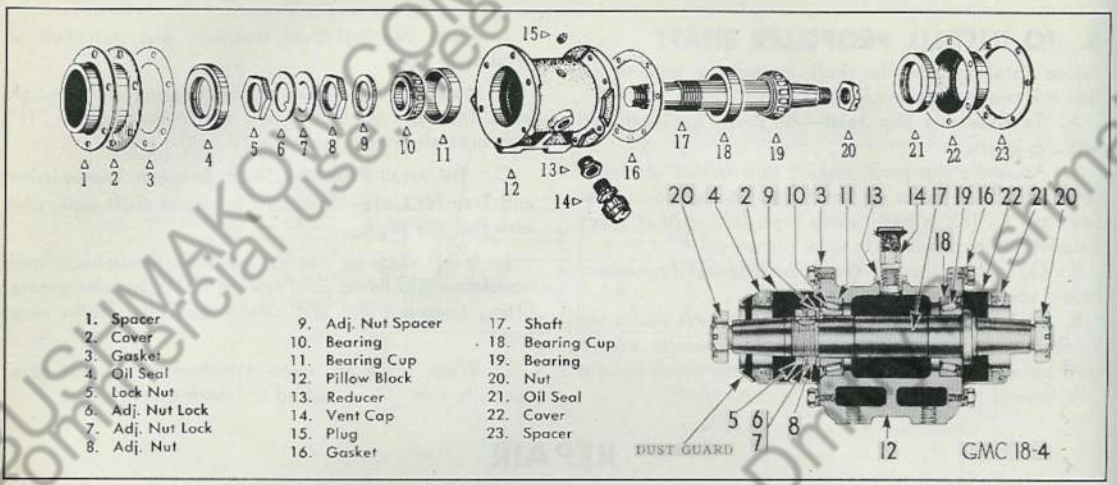

Fig. 2 Assembled and Disassembled View of Pillow Block
Pillow block assembly, shown in Fig. 2, supports adjoining ends of rearward rear axle propeller shaft. Pillow block has separate shaft mounted on tapered roller bearings and entire assembly is held in an oil tight housing. Oil seals are provided at each end.
A. To Disassemble Pillow Block (Refer to Fig. 2)—
4. Place pillow block in vise and remove cotter pin and nut (20) from each end of bearing shaft (17).
6. Remove six cap screws from each end of block (12) and remove spacers (1-23) cover and oil seal (2-22). Oil seals (21-4) are pressed into covers (2-22) and staked
7. Bend tang of lock (6) away from lock nut (5) and remove nut.
8. Remove nut lockwashers (6-7), adjusting nut (8) and nut spacer (9).
9. Pillow block shaft (17) may be removed (12) by tapping front end of shaft (17) with a soft faced hammer.
10. Bearing cups (11-18) are a press fit in block (12). Cups should not be removed from block unless inspections show score or wear. To remove cups (11-18) use brass drift and tap on opposite sides alternately so cup will come out straight. If cup is "cocked" badly during removing operation, block may become distorted so that new bearing cups will not fit properly.
11. Bearing (19) is a press fit on shaft (17) and can be removed for inspection or replacement with a suitable puller or press plates.
B. To Assemble Pillow Block (Refer to Fig. 2)—
1. Dip center bearings (10-19) in lubricant, turning roller and cage assembly to be sure bearing is thoroughly lubricated. Assemble bearings (10-19) and shaft (17) to block (12). Install shaft (17) so end onto which adjusting nut is threaded extends out of front of block.
2. Install spacer (9) and adjusting nut (8), drawing nut up tight to be sure all bearing surfaces are seated. Then back off adjusting nut enough to permit shaft to spin—not enough to permit any perceptible end play. Install new lockwashers (6-7) with inner prong seated in shaft slot. Draw up lock nut (5) securely. Check adjustment to be sure it has not been changed during locking operations.
4. Place driving flange keys in keyways at each end of shaft (17). Apply a suitable sealing compound in keyways from end of key to end of shaft and press new cork oil seals into keyways. Then cover corks with sealing compound.
6. Replace flanges to shaft (17). Tighten nuts securely and install a new cotter pin full size of hole in shaft.